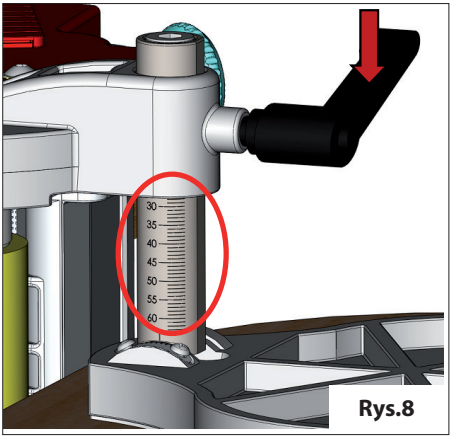

Rys.8
• Zmierz grubość oklejanej płyty, a wartość ustaw na mierniku stołu podporowego, następnie zabezpiecz dźwignię zapobiegającą posuwu (rys. 8)